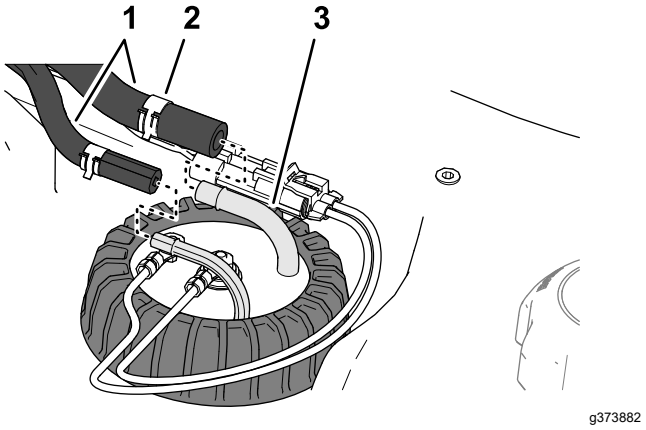

Figuur 124
5. Monteer de slang op de fittings van de brandstofsensor en bevestig de slangen met de klemmen aan de fittings (Figuur 124).